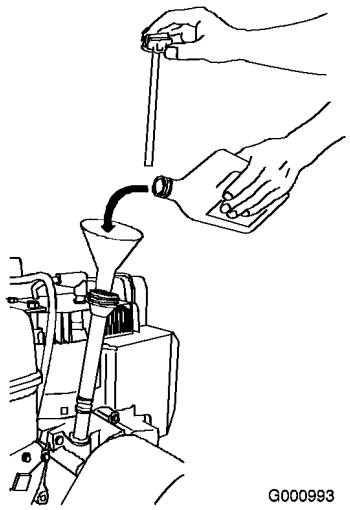

Figur 18
1. Fjern peilestaven, og hell olje **sakte** inn i oljepåfyllingsrøret for å heve oljenivået til Full-merket på peilestaven. **Ikke fyll på for mye** (Figur 18).